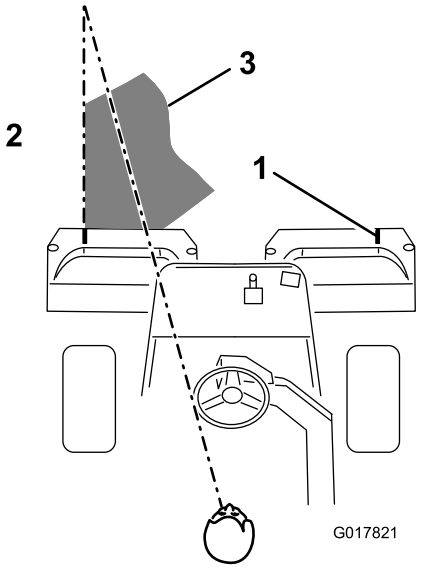

Figur 39
3. Sørg for at overlappe minimalt med den forudgående klipning ved tilbagekørsler. Skab en imaginær, lige sigtelinje på ca. 1,8-3 m foran maskinen til kanten af den uklippede del af greenen (Figur 39), som hjælp til at bevare en lige linje på tværs af greenen og for at holde maskinen i en tilsvarende afstand fra kanten af den foregående klipning. Der er nogle, der finder det nyttigt at medtage rattets ydre kant som en del af sigtelinjen, dvs. holde rattets kant på linje med et punkt, der altid holdes i samme afstand fra maskines forende (Figur 39).